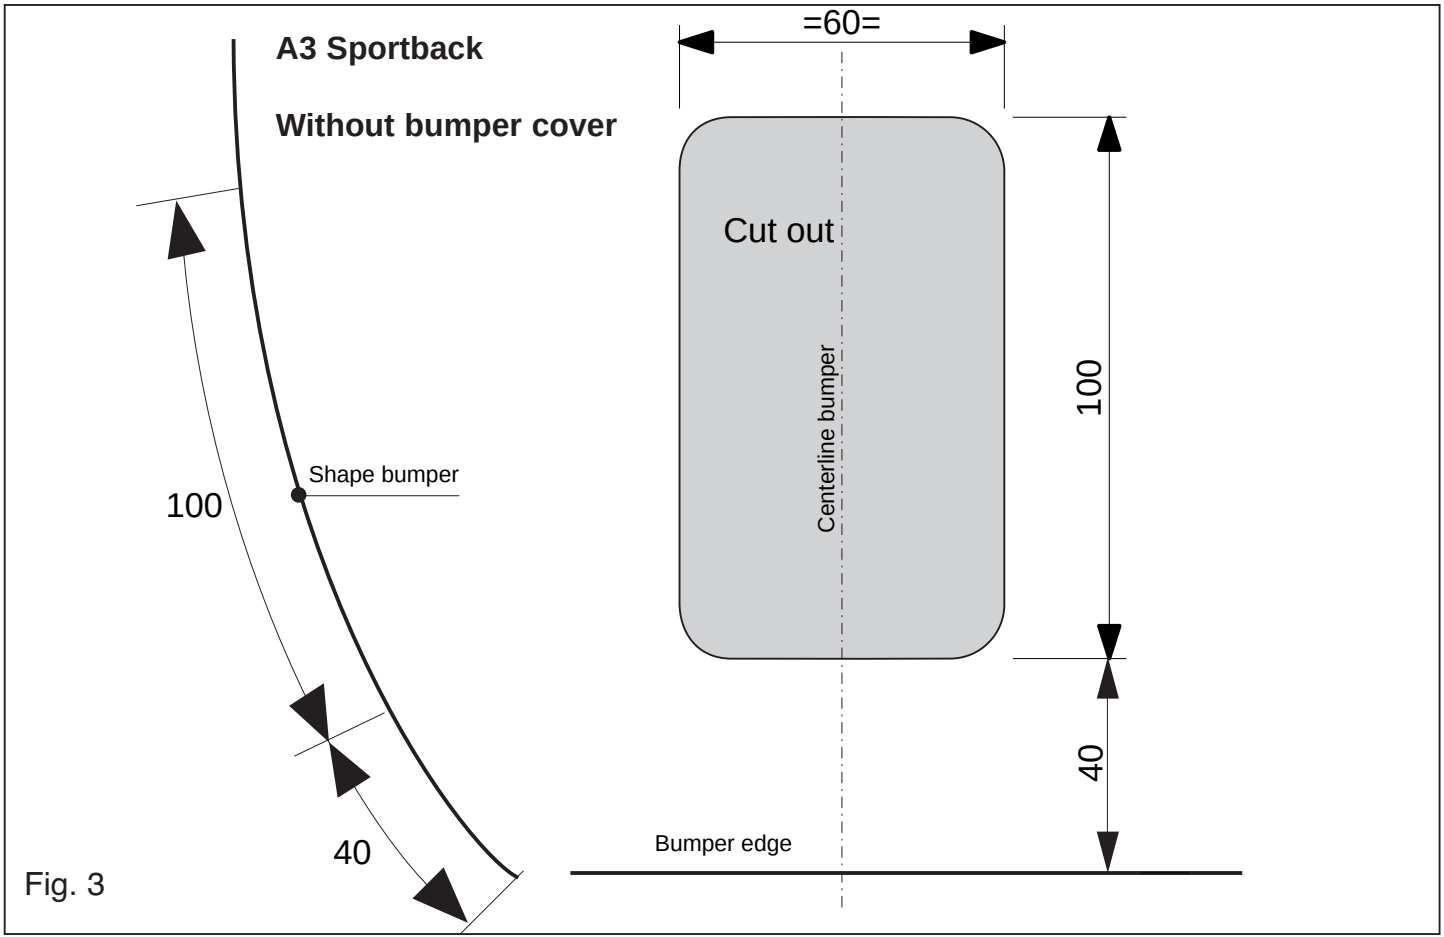

Fig. 3
5. **Для автомобилей A3 Sportback:** Выпилить часть из бампера в середине снизу, как указано на рис. 3 .и 4.